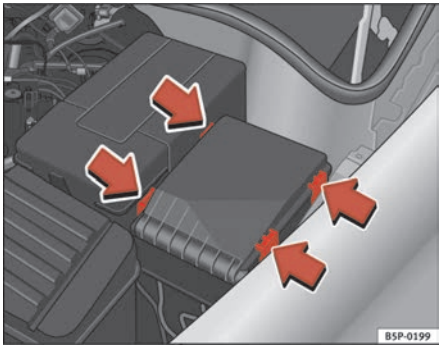

Fig. 176 Fuse box cover in engine compartment
– Prise off the fuse cover in the engine compartment by pressing the tabs towards the centre of the cover ⇒ fig. 176.